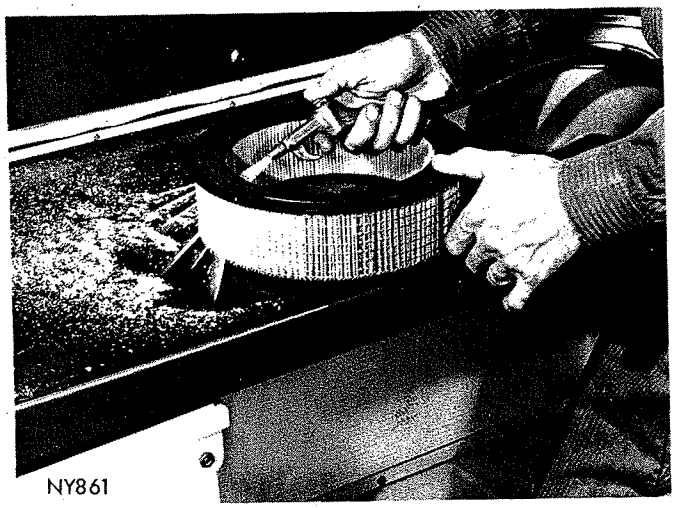

*Fig. 3—Cleaning Filter Element*
(2) Test cranking voltage if below 9.6 volts and more than 130 amperes draw. See "Starting Motor Cranking Voltage" Electrical Group 8.
(3) Tighten intake manifold bolts to 15 foot-pounds.
(4) Perform cylinder compression test. Compression should not vary more than 20 pounds.
(5) Clean or replace spark plugs as necessary and adjust gap to .035 inch. Tighten to 30 foot-pounds.
(6) Test resistance of spark plug cables. Refer to "Ignition System Secondary Circuit Inspection" Electrical Section.
(7) Inspect the breaker plate contacts, primary wire and vacuum advance operation. Replace parts as necessary. Refer to Ignition System and make necessary adjustment. Test coil output voltage, primary and secondary resistance. Test Condenser.
(8) Install distributor, distributor cap, and spark plug cables. Reset ignition timing with vacuum advance line disconnected. Ignition timing should be set to compensate for altitudes and/or gasoline grades.
(9) Set carburetor idle mixture adjustment. Adjust throttle stop screw to specifications. Perform a combustion analysis.
(10) Test fuel pump for pressure and vacuum. Refer to "Fuel System" Group 14, Specifications.
(11) Inspect manifold heat control valve in exhaust manifold for proper operation and apply Manifold Heat Control Valve Solvent Part Number 1879318 or equivalent to bushing and shaft.
(12) Every 6 months remove filter element and blow out dirt gently with an air hose. Direct air from inside out, and keep nozzle 2 inches away from element to avoid damaging. Clean metal housing and install element. Every two years, install a new factory recommended MoPar filter element. Service unit more frequently when driving under severe conditions, such as in dusty areas (Fig. 3).
(13) Inspect crankcase ventilation system as outlined on page 67.
(14) Inspect and adjust accessory belt drives referring to Cooling System, Group 7 for proper adjustments.
(15) Road test vehicle as a final test.